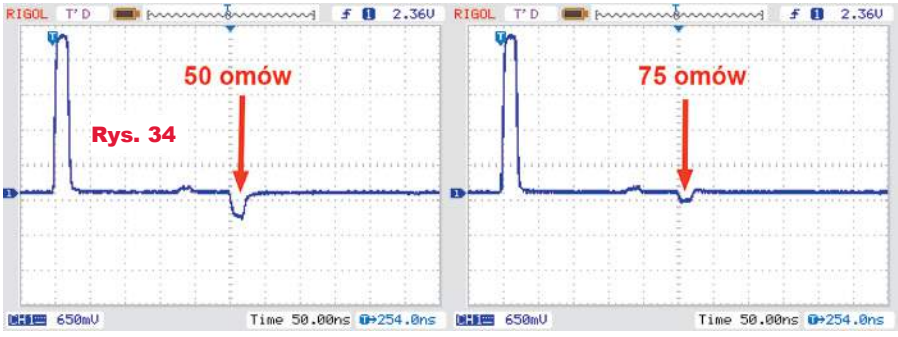

Rys. 34
**Rysunek 34** przedstawia przebiegi przy dołączeniu na końcu kabla rezystora 50Ω (ściślej 51Ω) oraz rezystora 75Ω. Rysunek ten wykazuje, że dołączone kable są 75-omowe. Niewielkie zakłócenie, zaznaczone na fotografii 14 i na rysunku 15 czerwonymi strzałkami to odbicia od miejsca niedoskonałego połączenia kabli. Złączka jest niedopasowana falowo do 75-omowych kabli (jest 50-omowa), stąd niewielkie odbicie. Umiejscowienie tego odbicia pozwala też obliczyć długość każdego z połączonych kabli.